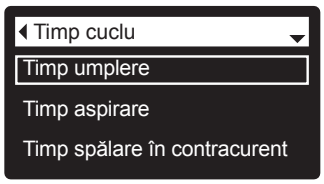

FIG. 75*
5. Apăsaţi SELECT (⬭), pentru a afișa meniul timpii ciclului) (fig. 75*).
9. Apăsaţi SELECT (⬭). Afişajul revine la timpii de ciclu (fig. 75*).